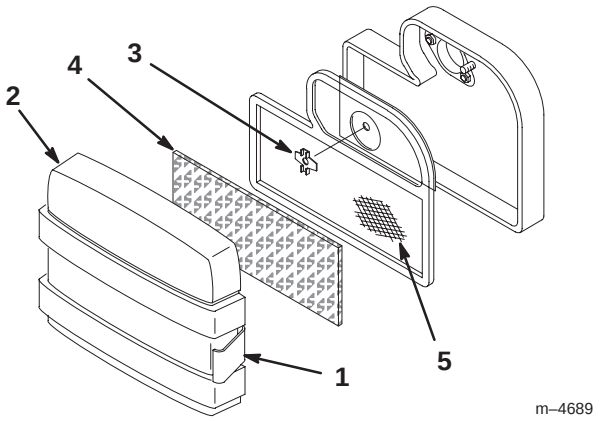

Figure 25
3. Clean around the air cleaner to prevent dirt from getting into the engine and causing damage. Pull out the retaining locks and remove the air cleaner cover (Fig. 25).
4. Unscrew the nut and remove the air cleaner assembly (Fig. 25).
5. **Carefully** pull the foam element off the paper element (Fig. 25).
1. Carefully slide the foam element onto the paper air cleaner element (Fig. 25).
2. Place the air cleaner assembly onto the air cleaner base and secure it with the nut (Fig. 25).
3. Install the air cleaner cover and secure the retaining locks (Fig. 25).